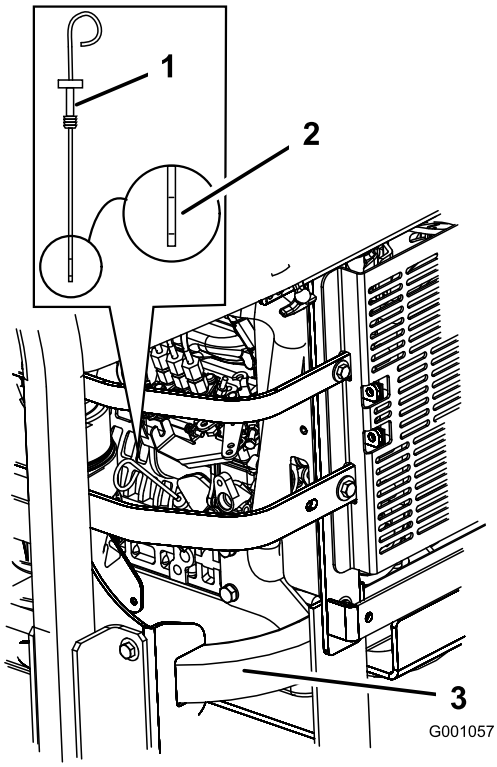

Figur 33
3. Rengør området omkring målepinden (Figur 33), så der ikke trænger snavs ned i hullet til målepinden, der kan beskadige motoren.
4. Træk målepinden ud, og aftør pindens metalende (Figur 33).
5. Før målepinden helt ind i påfyldningsrøret. Træk målepinden ud, og kig på pindens metalende (Figur 33). Hvis oliestanden er lav, skal der kun langsomt påfyldes så meget olie i påfyldningshullet, at oliestanden stiger til full-mærket.